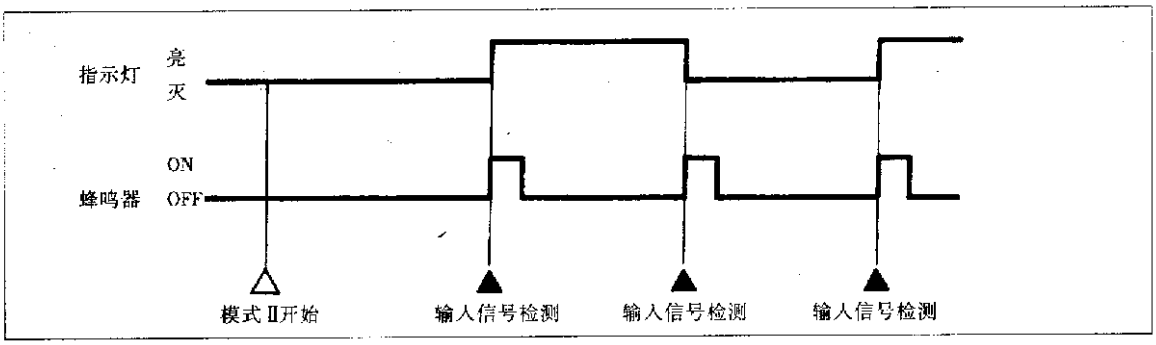

图 12－15－7
(2)当 BCM 检测到 IVMS 开关中的输入信号时，见图 12－15－7，车内灯及前脚踏灯并带蜂鸣器将检测结果显示出来。